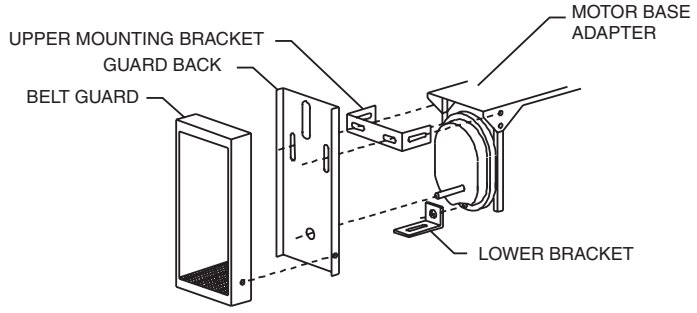

FIGURE 6B
6.11 The mounting kit consists of: (Refer to Figure 6B)
6.15 Mount the guard back to the upper and lower mounting bracket using the hardware provided. See Figure 6B to identify and properly locate the hardware. Position the guard back as close as possible to the front of the reducer housing or the fan housing, if so equipped, making sure it is parallel to the front of the reducer. Align the belt guard back so that the reducer input shaft is centered in the cutout and tighten the bracket fasteners to the torque values listed in Table 6.